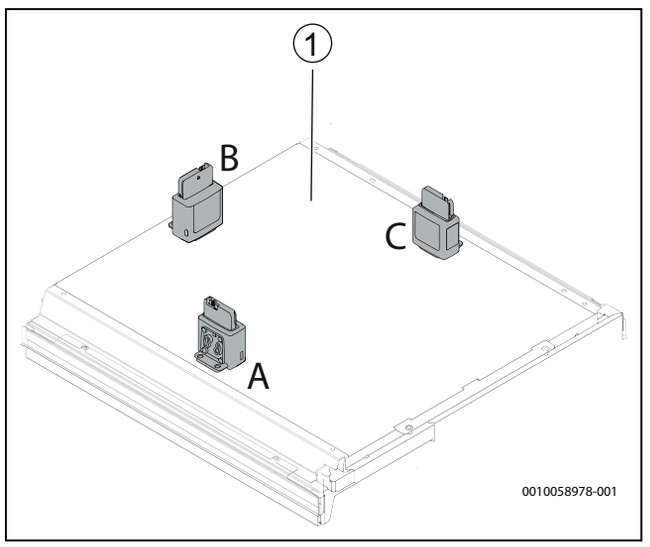

Bild 28 Beispiel für die Platzierung des Connect-Key
- Der Halter kann auf verschiedene Arten angebracht werden. Er kann mit dem eingebauten Magneten an der Seite des Geräts angebracht werden. Zudem kann er mit Schrauben an einer Wand befestigt werden. Er kann auch oben auf dem Gerät angebracht werden (→[1], Bild 28).